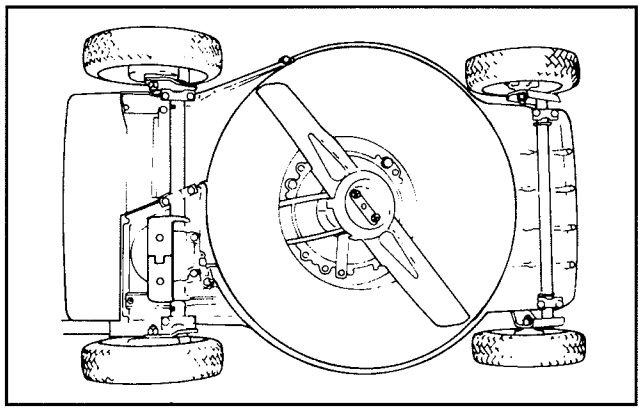

Figure 27
3. Basculer la tondeuse sur le côté droit (fig. 27). Éviter de faire tourner les lames ce qui risquerait d'entraîner des problèmes de démarrage.